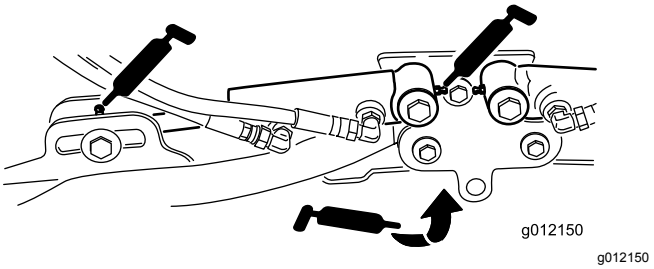

Figur 73
- Løftearmssylindere for klippeenheten (2 hver) (Figur 73)
- Løftearmsdreietapper (1 hver) (Figur 73)